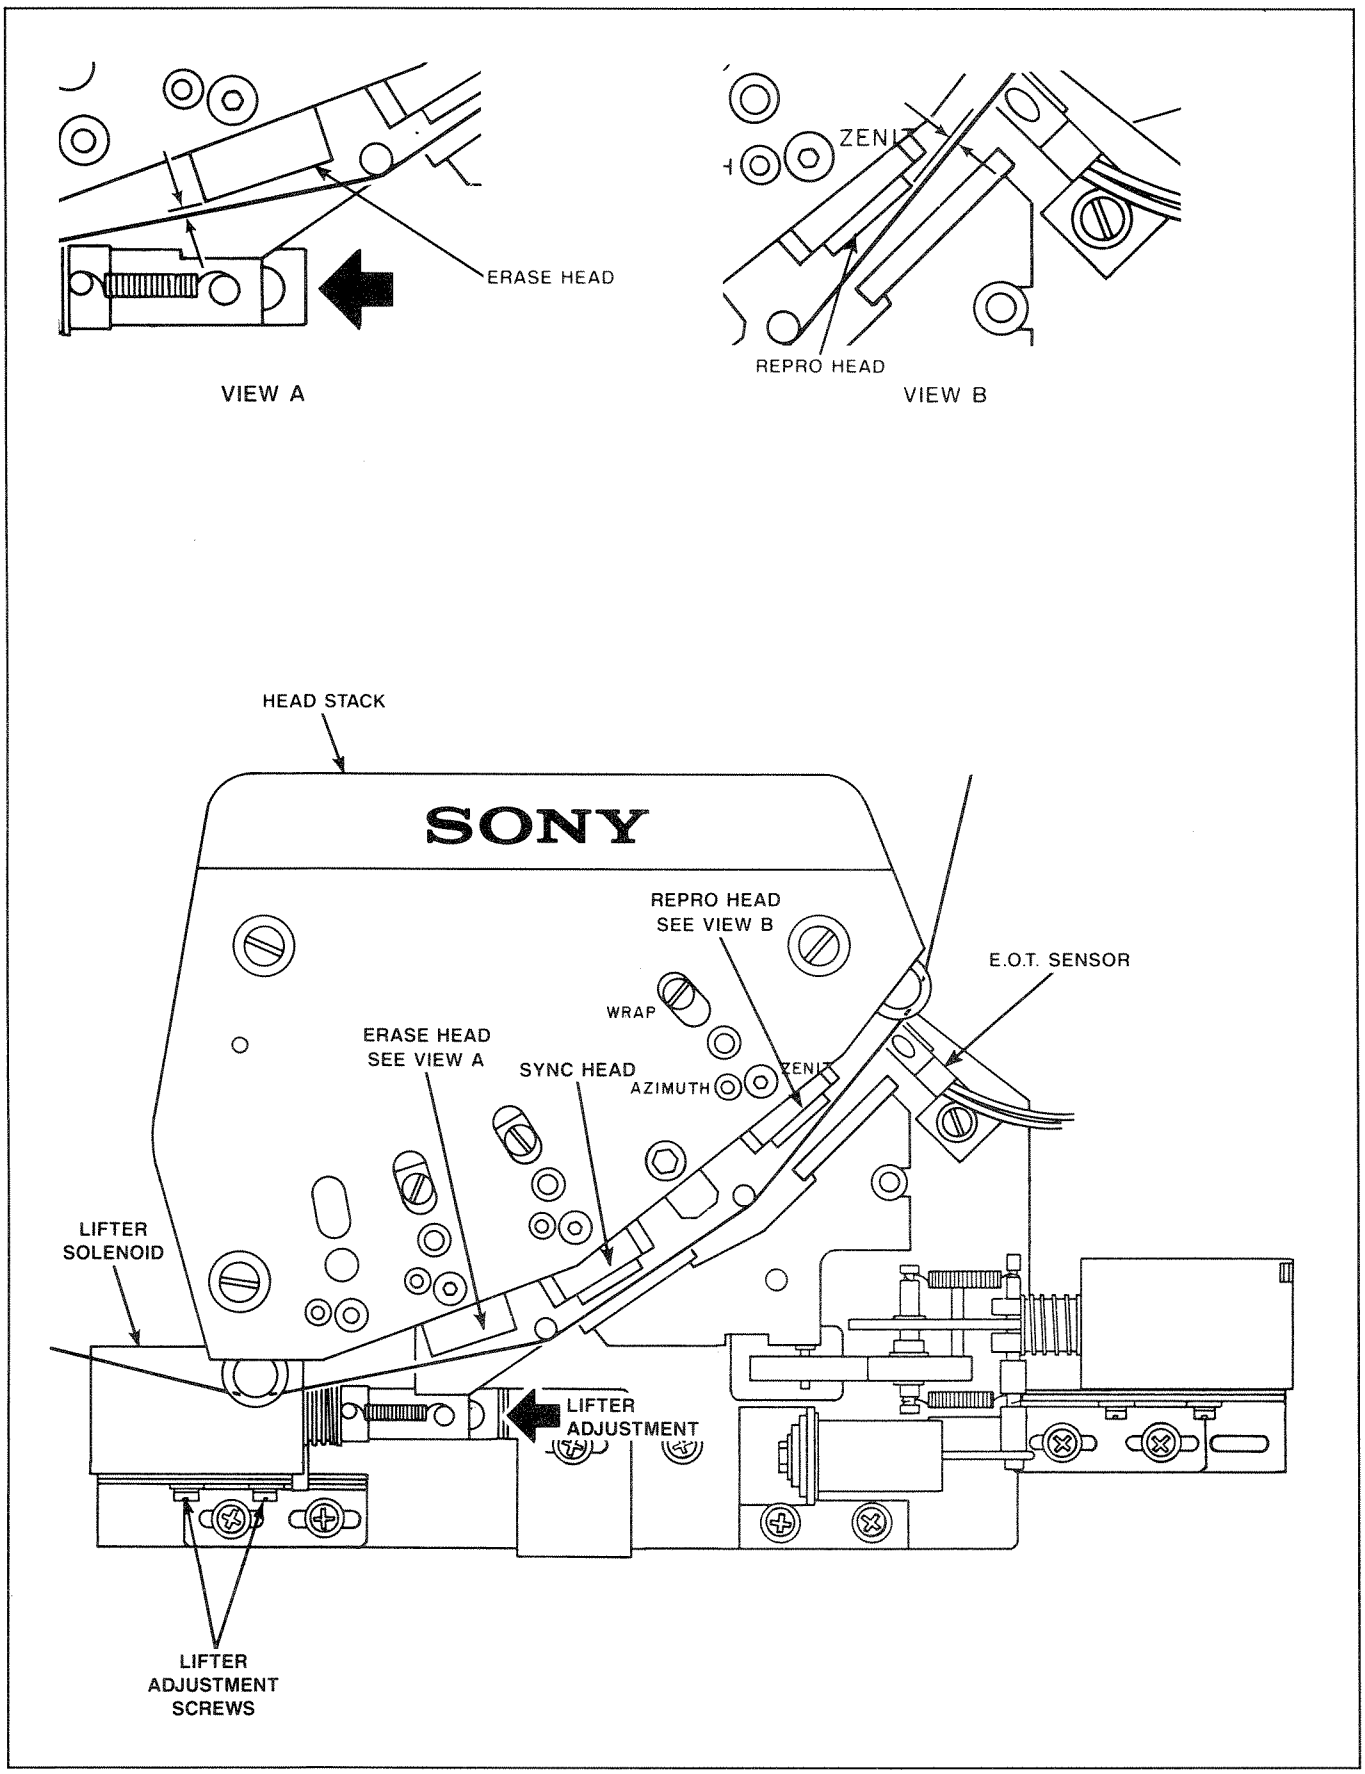

Figure 6-29. Lifter Adjustment
STEP 3 Loosen the tape lifter plunger mounting screws. Push the plunger piece toward the ball as shown in Figure 6-29.